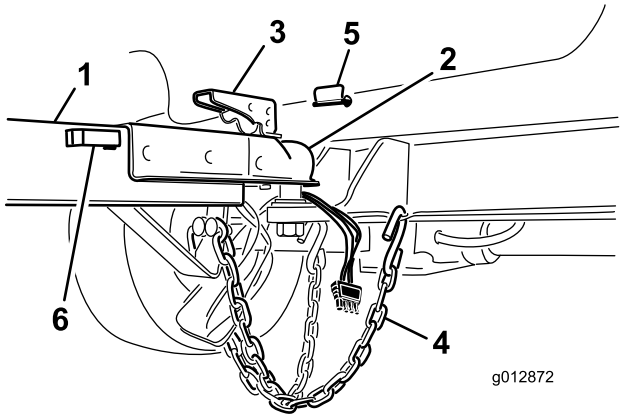

Rysunek 8
5. Przechowuj złącze wiązki przewodów włożone w uchwyt na rurze zaczepu (Rysunek 8).
2. Unieś dźwignię złącza na końcu dyszla; jednocześnie opuszczaj końcówkę zaczepu na kulę (Rysunek 8).
4. Włóż kołek zabezpieczający dźwignię złącza (Rysunek 8).
5. Skrzyżuj łańcuchy bezpieczeństwa i zamocuj je do otworów w zaczepie (Rysunek 8).